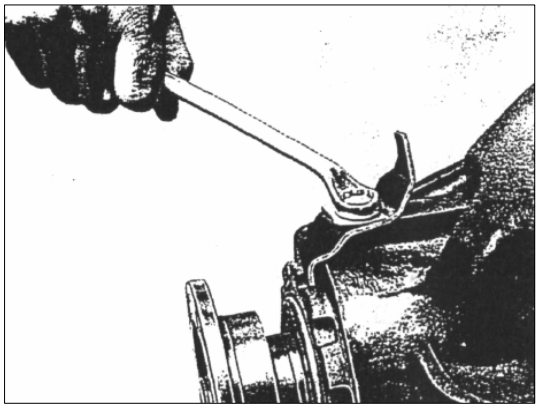

РИС. 342
17) Установите стопорную пластинку в паз кольцевой гайки и закрепите ее в этом положении (см. рис.342).